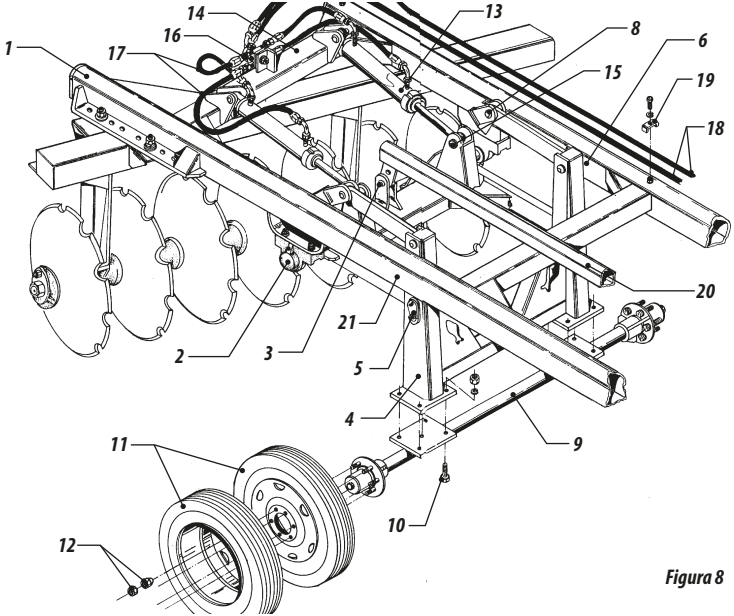

Figura 8
13 - Acoplar los cubos (mazas) item 2 figura 8 en el eje de articulación de los neumáticos item 3 y fijar el cubo en el cuadro principal item 1 con los tornillos item 4. Introducir la rueda (ensamblada) item 5 en el eje de articulación item 3, poner la arandela y la tuerca item 6 trabando con el tornillo item 7.